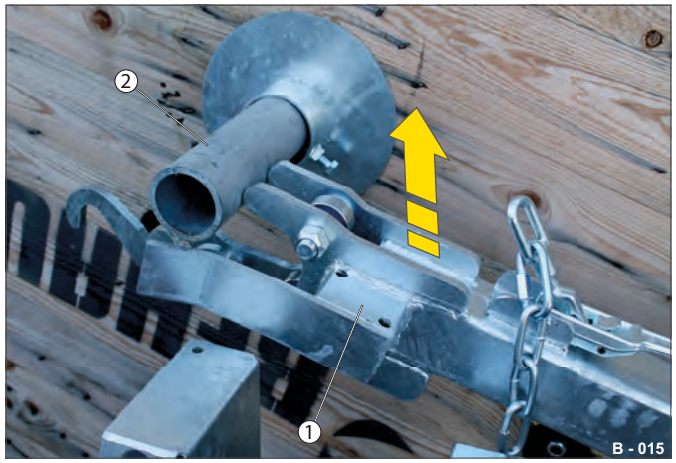

Fig. 12 Påsætning af kabeltromle
▶ Løft hhv. sænk tromlestativet (Fig. 12 /1), så transportakslen (Fig. 12 /2) glider ind i optagegriberne.